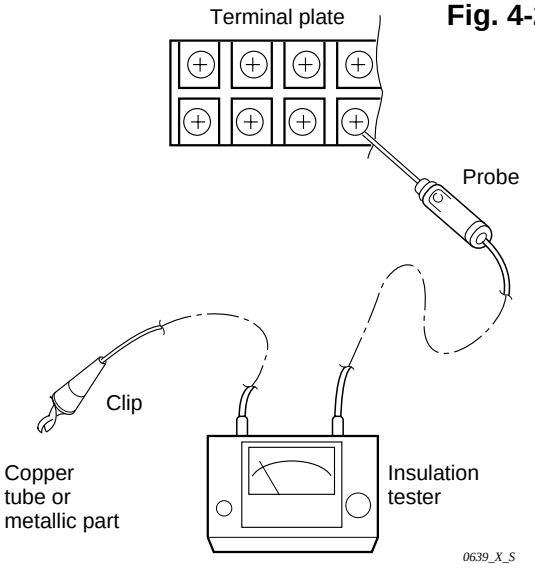

Fig. 4-3
Clamp an aluminum plate fin or copper tube with the lead clip of the insulation resistance tester, and measure the resistance by placing the probe on the terminal plate. (**Fig. 4-3**)
③ Outdoor Unit
Measure the resistance by placing a probe on the terminal plate in the same manner as explained above in ②. (**Fig. 4-3**)